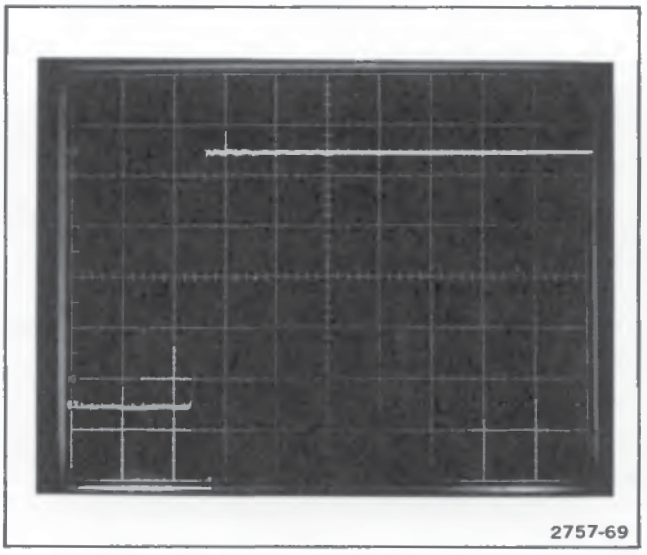

Figure 4-1. Typical display when high-frequency compensation is correctly adjusted.
e. CHECK—Flat-top display aberrations are within 4% (±0.2 division). See Figure 4-1 for typical display.
c. CHECK—Flat-top display aberrations are with 4% (±0.2 division). See Figure 4-1 for typical display.